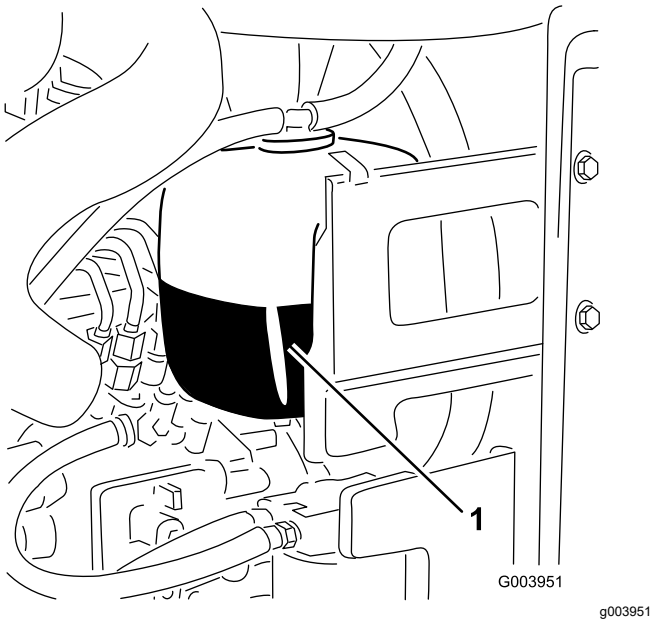

Рисунок 71
1. Проверьте уровень охлаждающей жидкости в расширительном бачке (Рисунок 71).